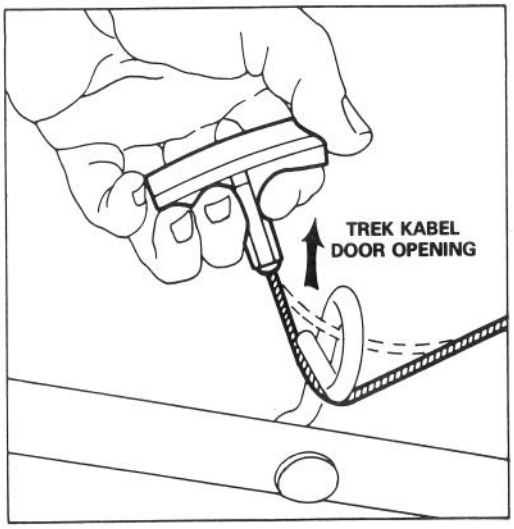

Afbeelding 3
3. STARTMOTORKABEL (Afb. 3) — Trek de startmotorkabel door de opening in de kabelgeleider. Druk daarna de bedieningsstag tegen de handle waardoor de rem loslaat en u de kabel gemakkelijk door de kabelgeleider kunt aantrekken.